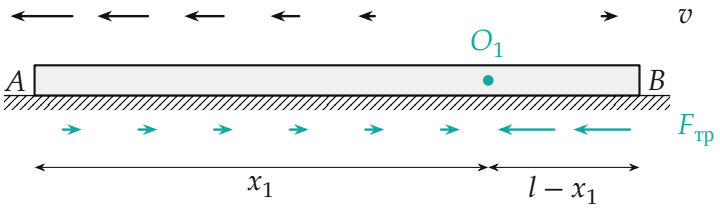

Рис. 2. Нагрев: скорости участков v (сверху) и силы трения на них со стороны стола (снизу), $\mu_1 = 3\mu_2$; суммы стрелок трения слева и справа от O равны.
2. Нагрев. Слева от O участки едут влево (трение μ_2, вправо), справа — вправо (трение μ_1, влево), рис. 2. Второй закон Ньютона для всей полоски в проекции на ось x при нулевом ускорении: